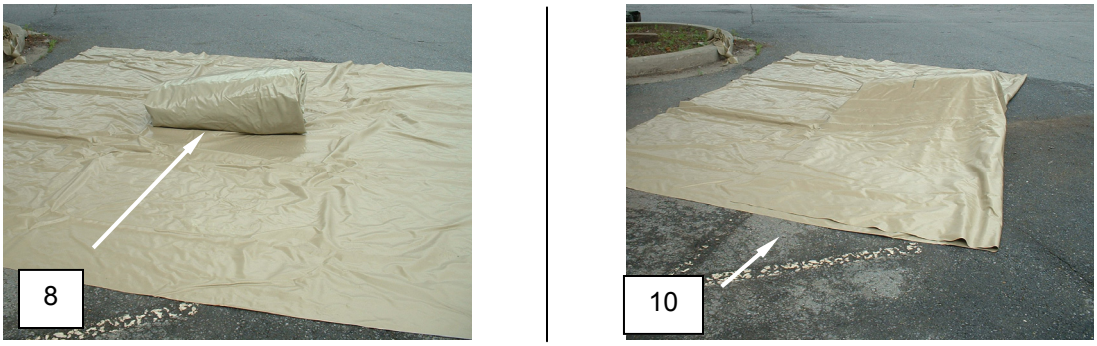

Figure 7. Prepare the 3000 Supply Water Tank for Movement.
17. Fold the ground cloth **(Figure 7, Item 10)** from one side to cover the tank **(Figure 7, Item 8)**.